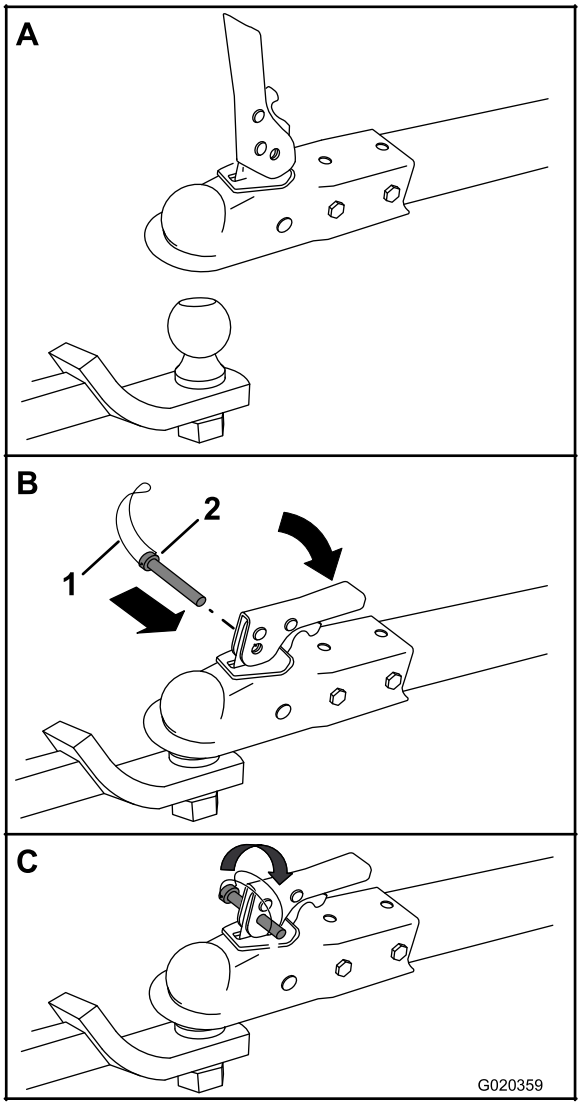

Figure 22
2. Ouvrez le verrou de la tête d'attelage (Figure 22).
3. Placez la tête d'attelage au sommet de la boule d'attelage (Figure 22).
4. Fermez le verrou de la tête d'attelage (Figure 22).
5. Ouvrez le bras de la goupille de sécurité et insérez la goupille dans le trou du verrou (Figure 22).
6. Rabattez l'extrémité libre du bras sur le côté de la goupille de sécurité qui dépasse du verrou (Figure 22).